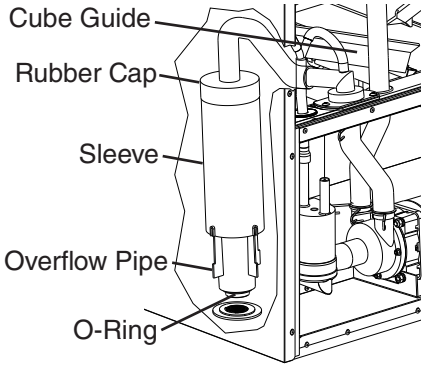

Fig. 17
4) Remove the rubber cap and sleeve covering the overflow pipe. See Fig. 17. Unscrew the overflow pipe.